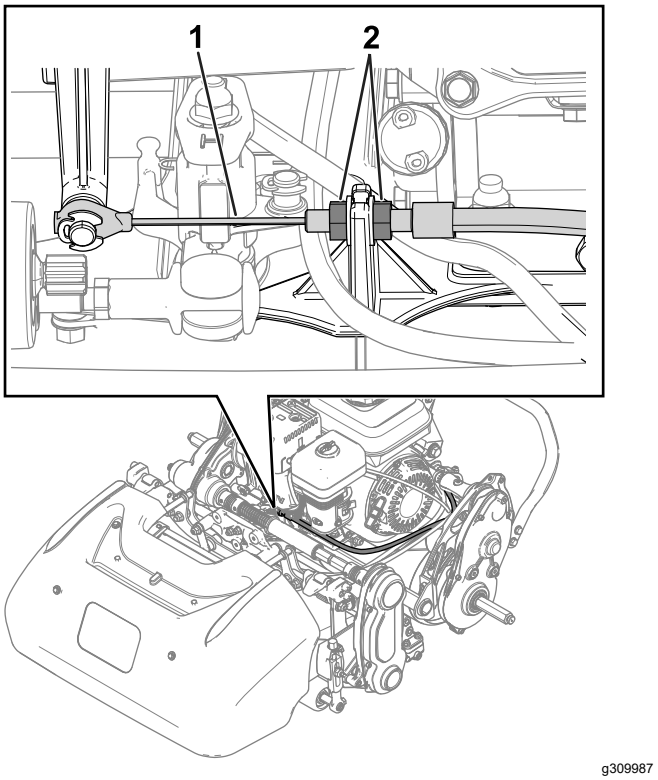
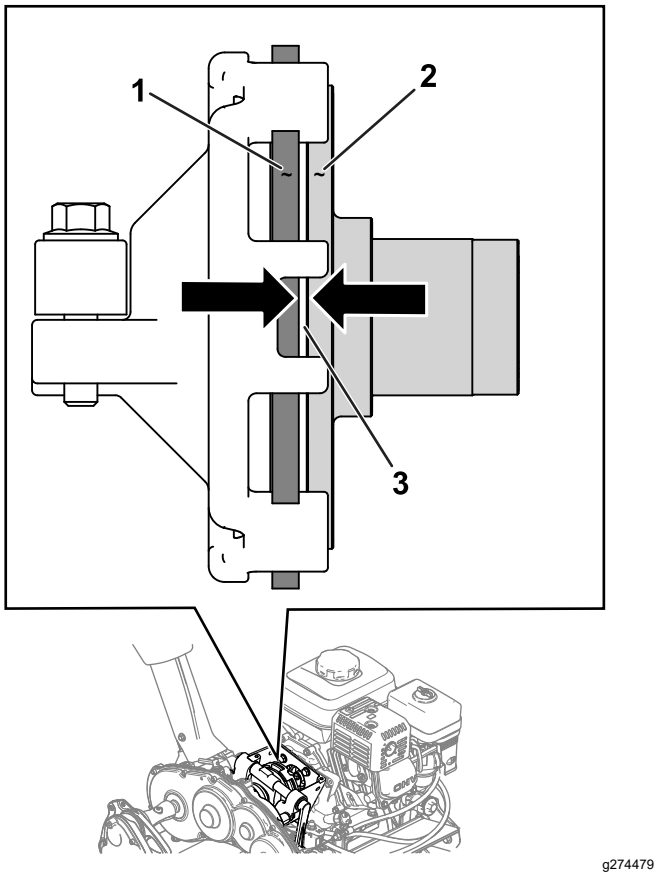

**Figure 30**
**Figure 31**
2. Desserrez les écrous de blocage et réglez le câble de déplacement afin d'obtenir un jeu de 1,1 mm (0,045 po) entre le disque de friction et le plateau de pression (Figure 30 et Figure 31).